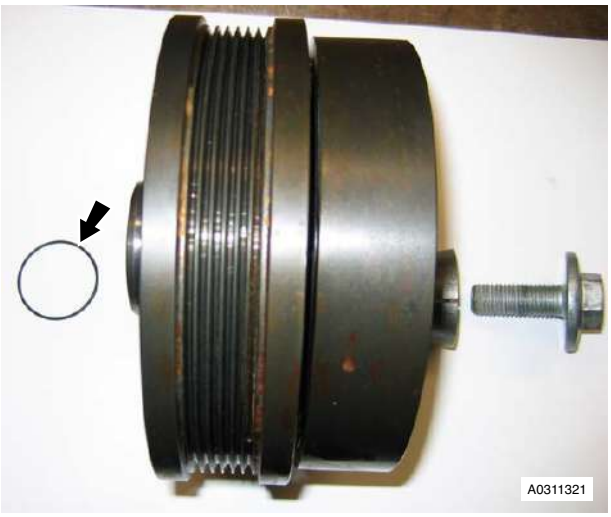

Figure 2
10. Remove and discard O-ring seal from pulley (see Figure 2).